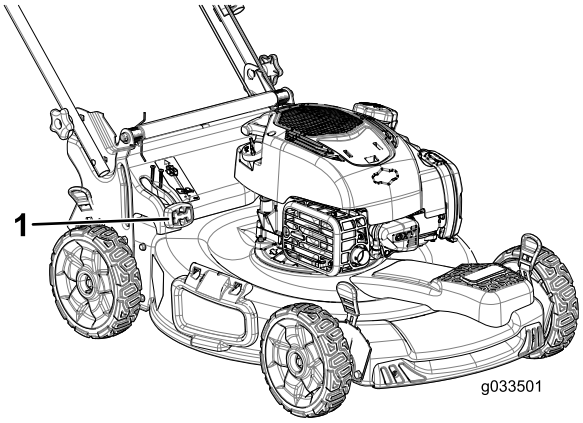

Figur 23
- For at opsamle græs- og bladafklippet i posen skal du trykke på den knap, der sidder på grebet til posefyldning, og flytte grebet fremad, indtil knappen på grebet hopper op (Figur 23).